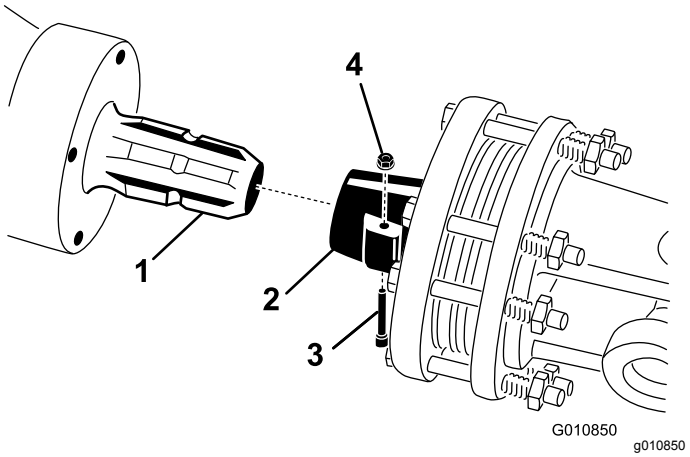

Figur 23
1. Fjern stiften og møtrikken fra kraftudtagsakslen (Figur 23).
2. Tilslut kraftudtagets koblingsende til indgangsakslen på dybdelufterens gearkasse med stiften og møtrikken, der blev fjernet tidligere (Figur 23).